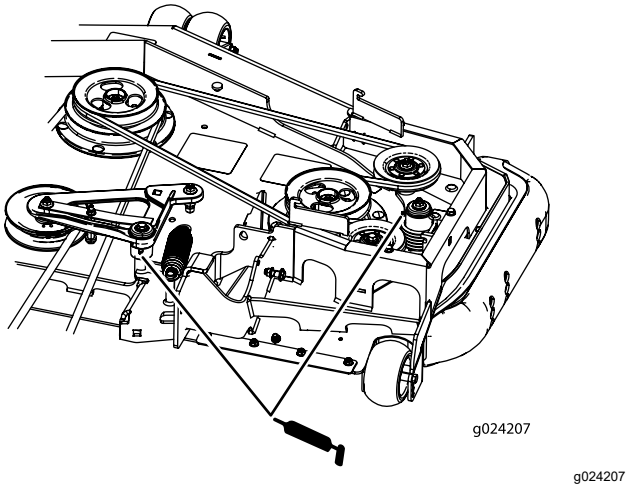

Figur 53
5. Smør lederullarmene for enhetsremmen (kun maskiner med bakutslipp) som vist i Figur 53.